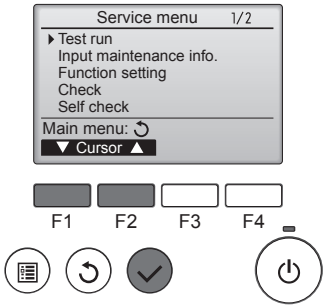

Fig. 7-1
① Select "Test run" from the Service menu, and press the [SELECT] button. (Fig. 7-1)